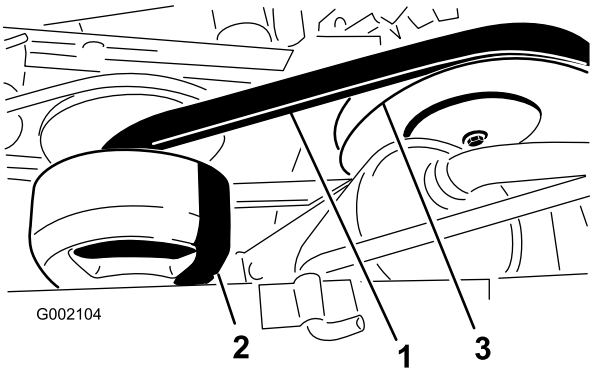

Figuur 46
3. Laat de riem (Figuur 46) ronddraaien en controleer deze op overmatige slijtage of beschadigingen. Vervang de riem indien dit nodig is.
1. Laat de drijfriem over de secundaire koppeling ronddraaien (Figuur 46).
2. Verwijder de riem van de primaire koppeling (Figuur 46).